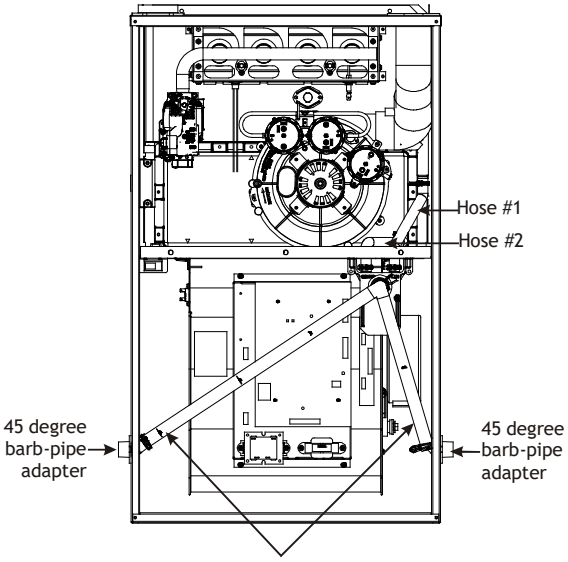

Figure 28
1. Locate and Install the 45º pipe / hose drain coupling from the outside of the cabinet (barbed end goes in the cabinet) through hole in the right side of the cabinet and secure with two field supplied #8 self-tapping screws (see Figure 28).
1. Install the 45 degree pipe / hose drain coupling from the outside of the cabinet (barbed end goes in the cabinet) through the hole in the left side of the cabinet and secure with two field supplied #8 self-tapping screws (see Figure 28).